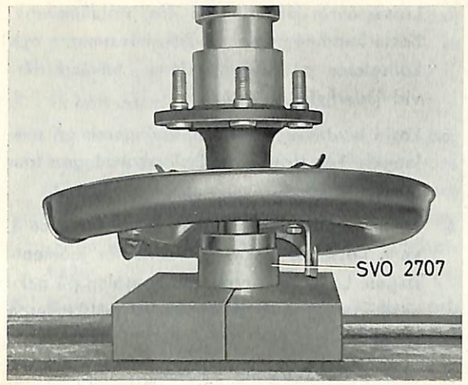

Bild 22. Montering av drivaxellager
11. Sätt bromssköld och -hållare på drivaxeln. Placera låsring och lager i underläggsring SVO 2707. Stick igenom drivaxeln och placera alltsammans i en press. Pressa på drivaxeln tills lager och låsring sitter på sina platser, bild 22.